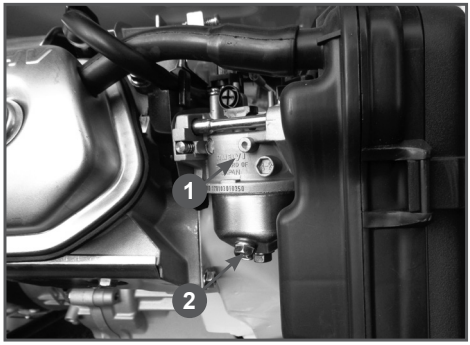

Рис. 27 Слив топлива из карбюратора
3. Открутите болт 2 на карбюраторе 1 (Рис. 27) и слейте топливо из поплавковой камеры в подготовленную для этого емкость.
1. Слейте топливо из топливного бака и карбюратора (Рис. 27).